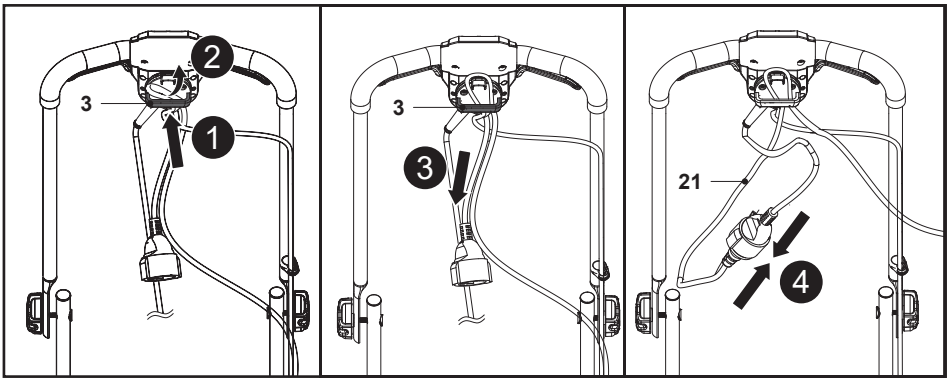

Fig. 8
1. Doble el cable alargador hacia atrás, a unos 30 cm del extremo, pase el lazo que ha creado con el cable enrollado a través del orificio de la sujeción del cable (3) y cuelgue el lazo en el gancho (Fig. 8, pasos 1 y 2).
2. Con el alargador colocado sobre la sujeción (3), tire con cuidado para confirmar que está bien sujeto (Fig. 8, paso 3).
3. Conecte el cable de alimentación (21) a la toma del alargador (Fig. 8, paso 4).